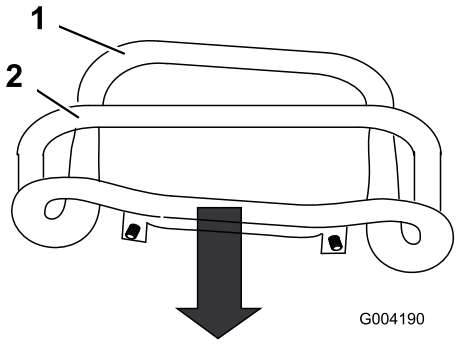

**Figuur 53**
3. Trek de tractiebediening recht naar achteren zodat de voorzijde ervan contact maakt met de referentiebalk (Figuur 53).